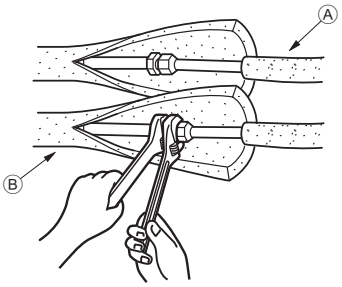

Fig. 4-3
4.4. Travaux pour l'installation des tuyaux de réfrigérant (Fig. 4-3)